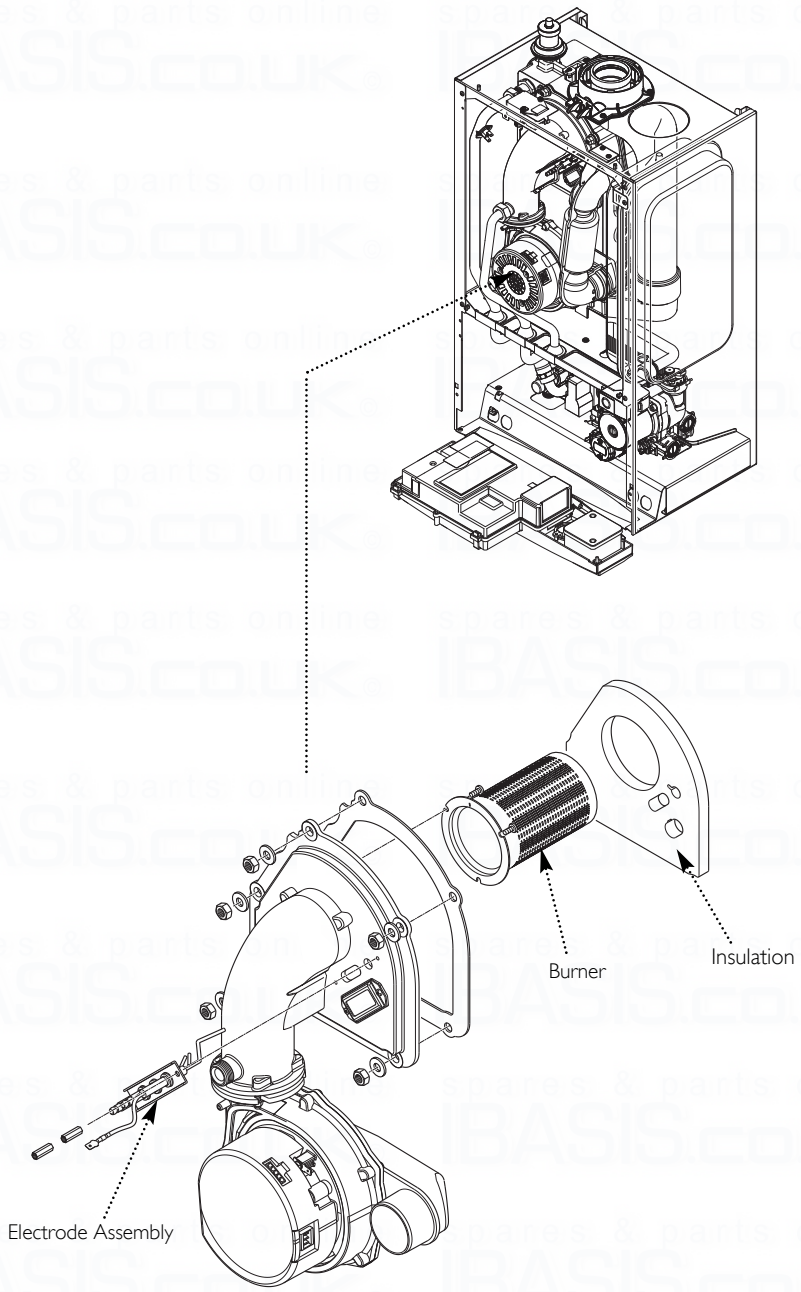

Fig. 82
14.5 Burner (Fig. 82)
14.6 Insulation (Fig. 82)